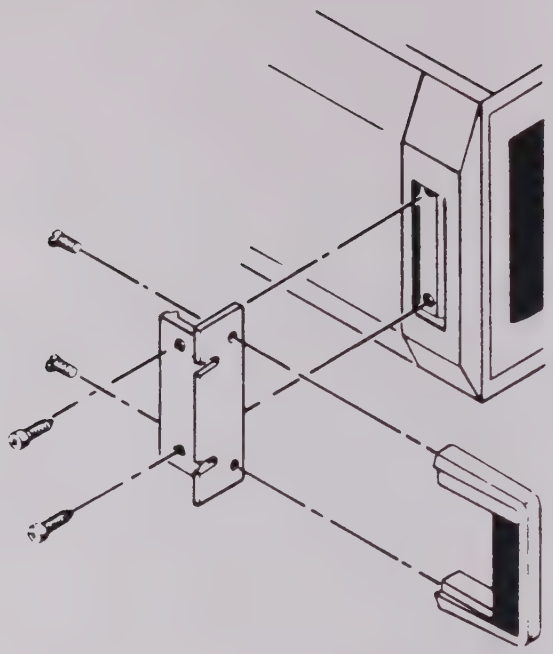

Figure 2-1. Rack Adaptor Kit Installation
e. Mounting Configurations. The 500B Mainframe is designed to be either bench- or rack-mounted. When the equipment is to be mounted in a 19-inch rack, install rack adaptor kit, Halcyon PN 8220-2026-06, as shown in figure 2-1. The bail and mounting feet on the bottom of the mainframe are normally removed when the instrument is rack-mounted.